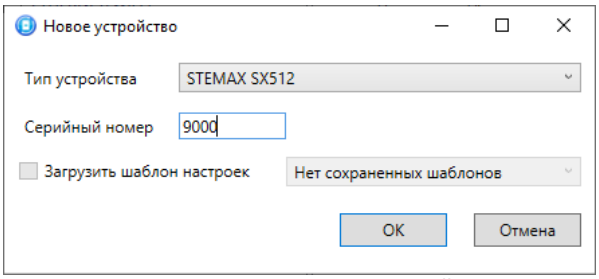

Рисунок 4.5 — Окно *Новое устройство*
- в открывшемся окне *Новое устройство* (см. рисунок 4.5):